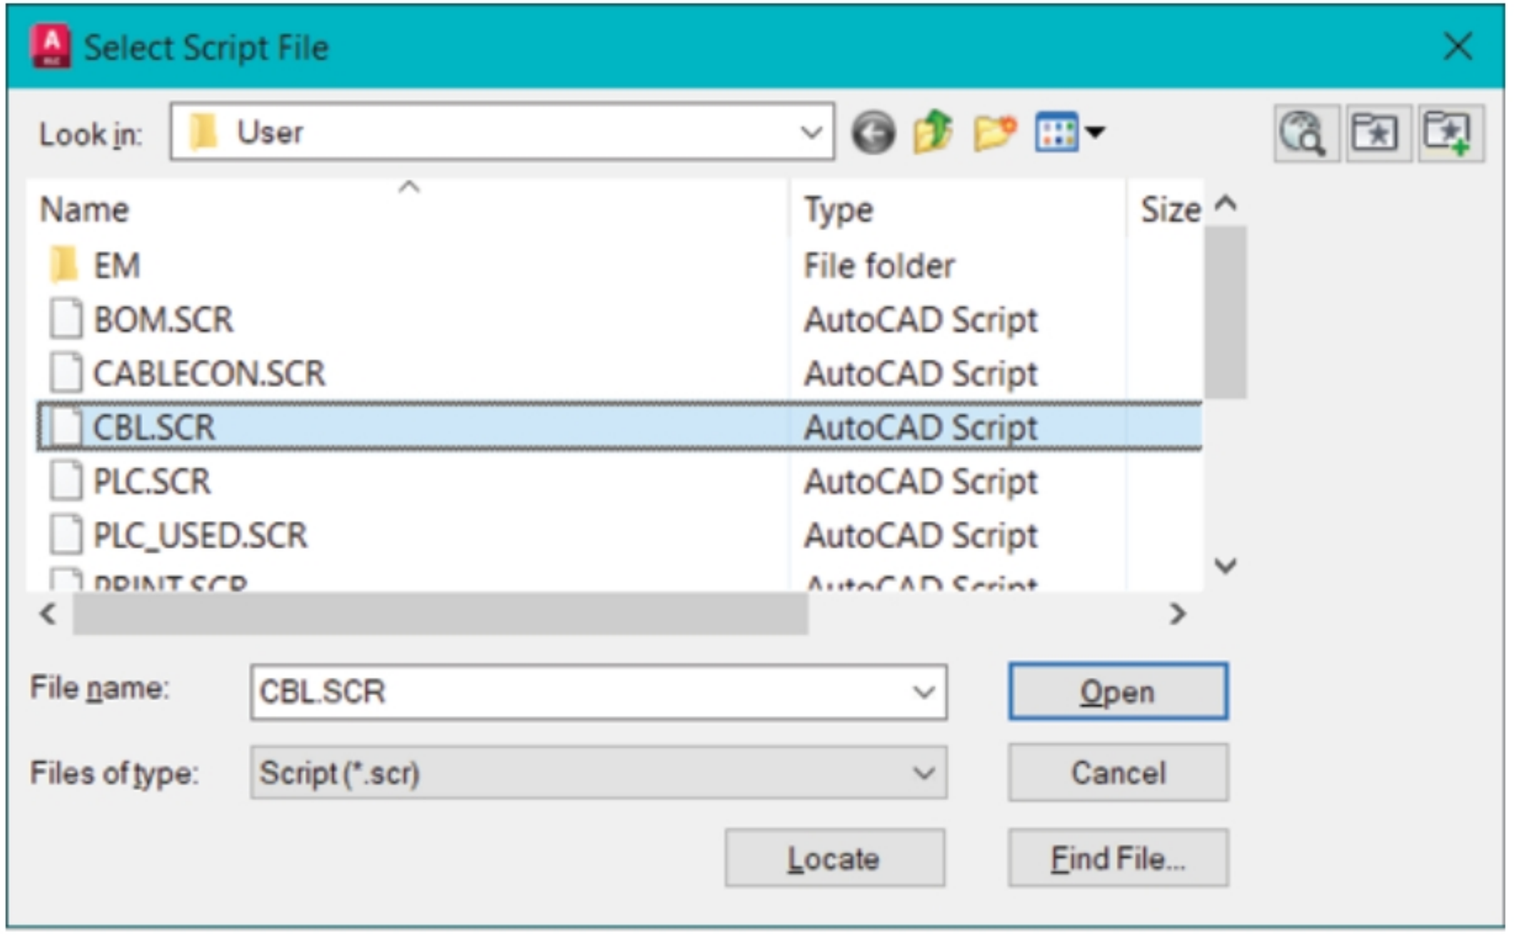

Figure-55. Select Script File dialog box
- Select the **Run command script file** check box if you want to run a script. After selecting the check box, click on the **Browse** button. The **Select Script File** dialog box will be displayed; refer to Figure-55. Select desired script and click on the **Open** button.